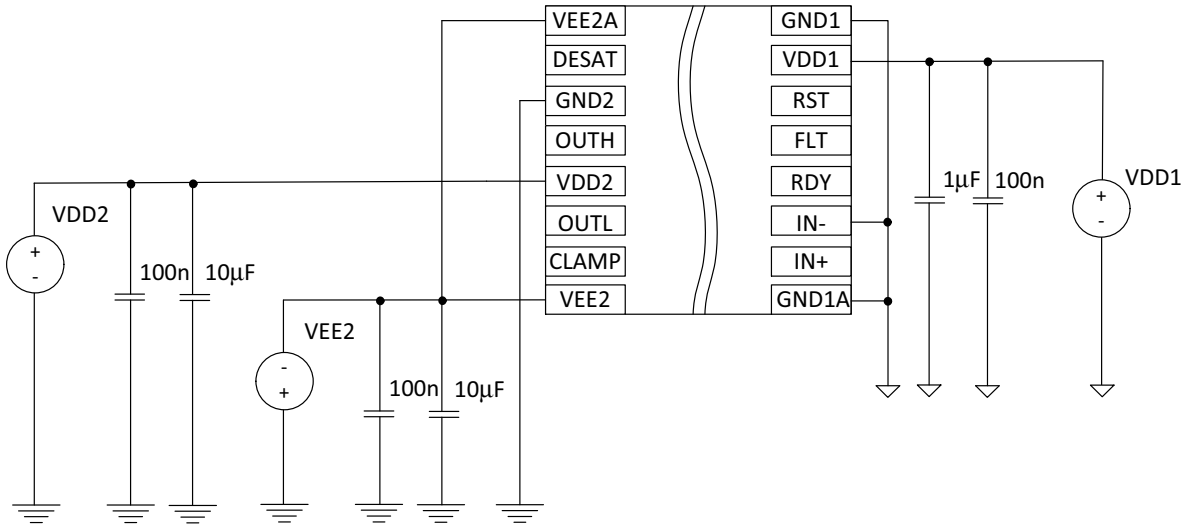

Figure 24. Bipolar Power Supply
- In bipolar power supply the driver is typically supplied with a positive voltage of 15 V at VDD2 and negative voltage −5 V at VEE2 (Figure 24). Negative power supply prevents a dynamic turn on throughout the internal IGBT input capacitance.